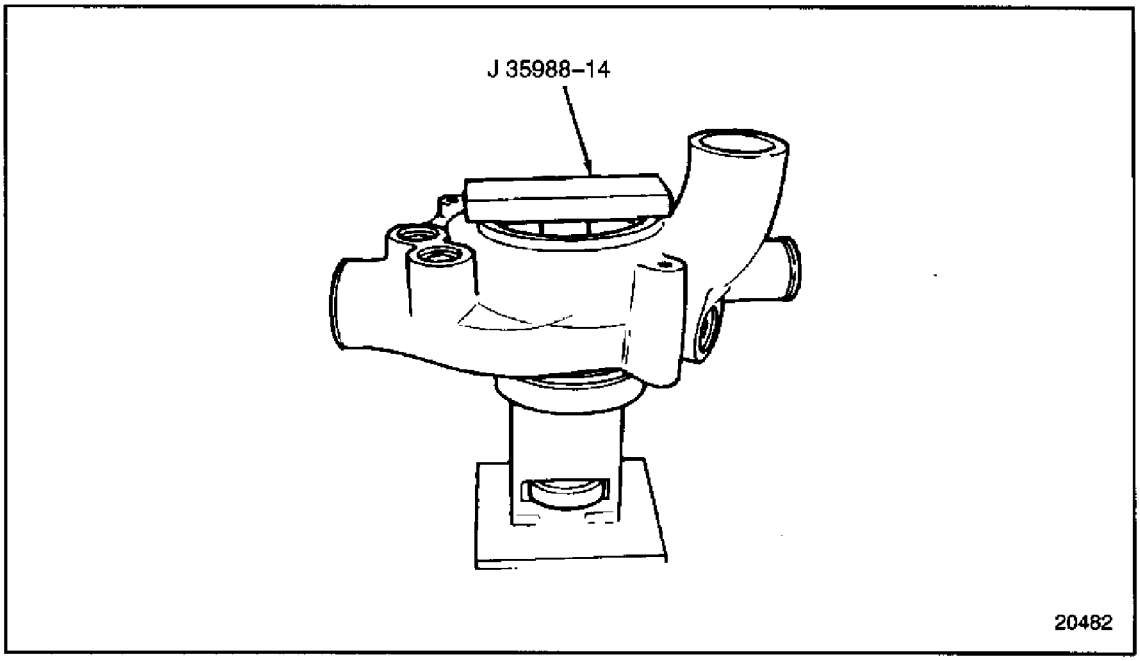

Figure 4-31 Water Pump Impeller Location (GCM)
20. Using the impeller installation tool J 35988-14, part of tool set J 35988-D, press the impeller on until the tool is flush against the water pump body. See Figure 4-31.